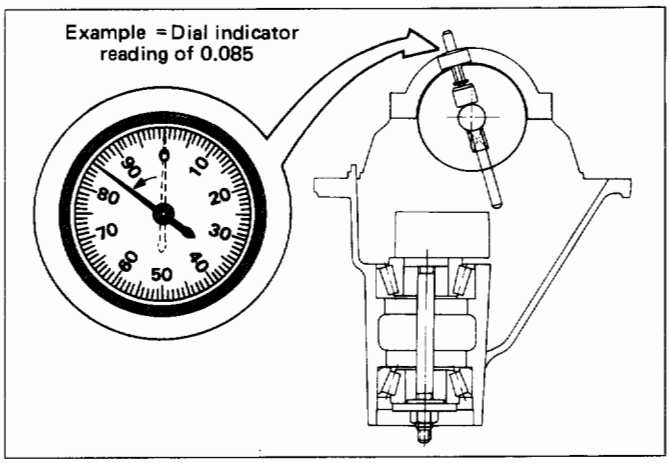

Fig. 4C-41
6) Record the pinion depth code on the head of the drive pinion (Fig. 4C-42).